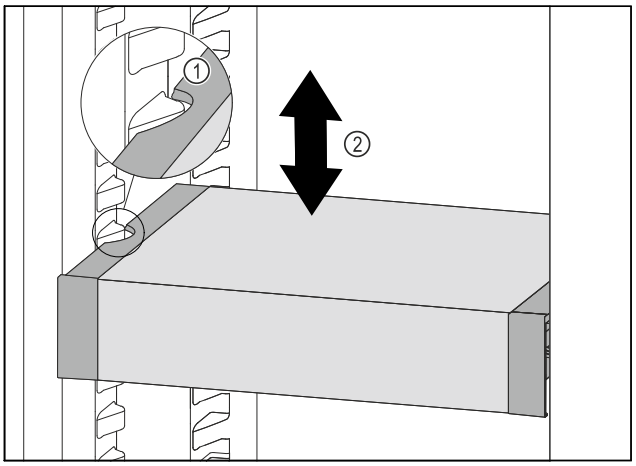

*Fig. 105*
▶ Pull VarioSafe forwards until the recesses in the side of the VarioSafe are at the level of the support rib in the refrigerator compartment. *Fig. 105 (1)*
▶ Move VarioSafe up or down in the refrigerator compartment until the desired height is reached. *Fig. 105 (2)*